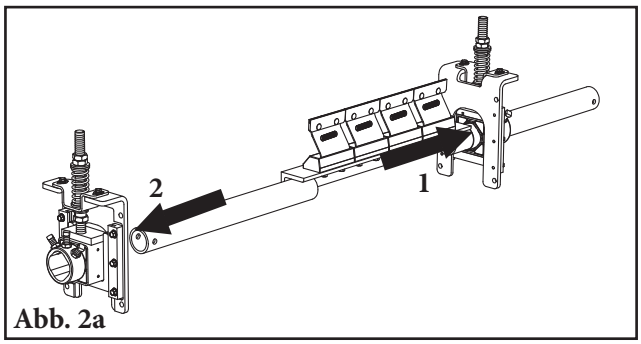
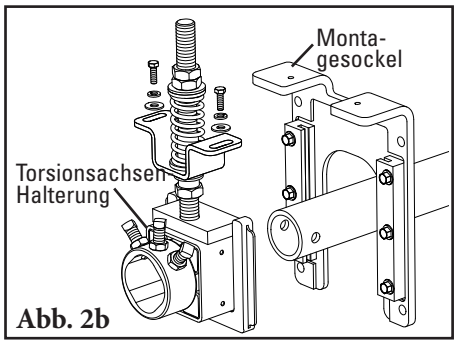

Abb. 2a
Abb. 2b
2. **Montage der Steckachse.** Schieben Sie die Steckachse so weit wie nötig in eine Torsionsachsen-Halterung und stecken Sie das andere Ende in die gegenüberliegende Halterung (Abb. 2a). Wenn der Platz nicht ausreicht, entfernen Sie eine der Torsionsachsen-Halterungen vom Montagesockel, schieben Sie die Steckachse durch den Montagesockel und montieren Sie die Torsionsachsen-Halterung wieder (Abb. 2b).